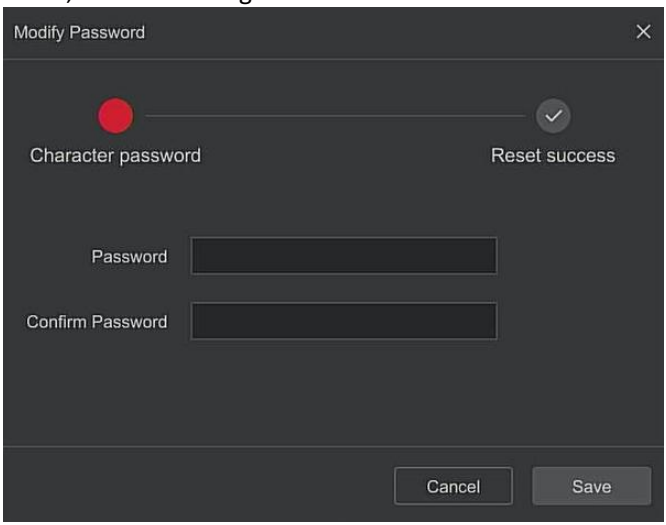

Figure 4-4
- **Answer The Question:** Select the three security questions when settingthe password and enter the answer to the corresponding question, click"Next Step" to enter the new password setting interface, as shown in Figure 4-4.